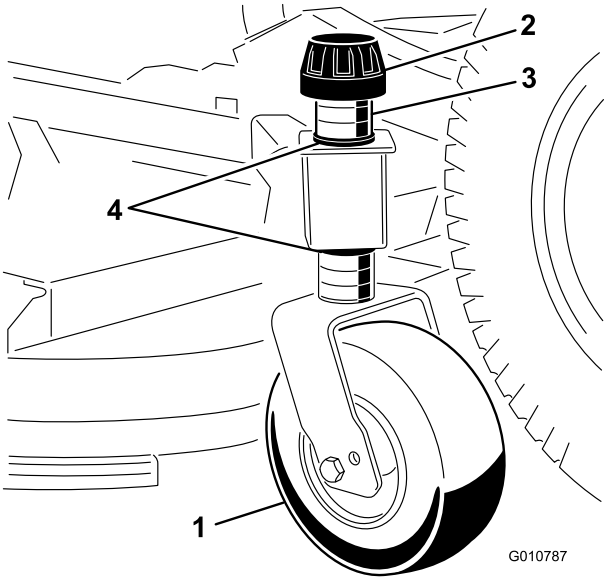

Figur 9
1. Fjern spennhetten som fester støttehjulet til brakettene på klippeenheten (Figur 9).